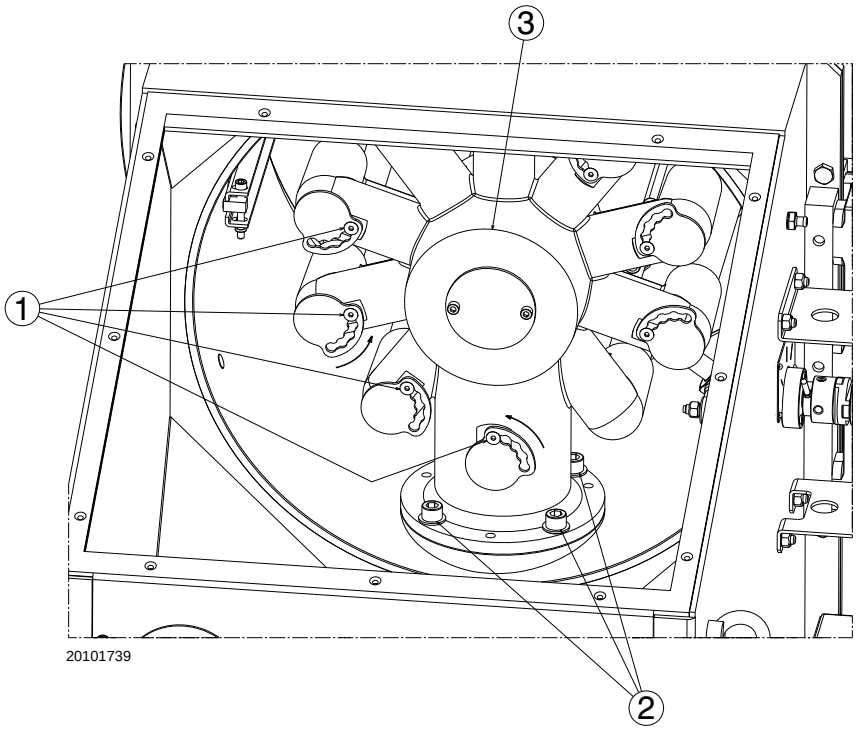

Fig. 23
- svitare le viti 1)(Fig. 23) di fissaggio dei tubi del gas sulla testa;
- ruotare completamente in senso antiorario gli otto tubi, come indicato in Fig. 23, quindi bloccarli nuovamente;